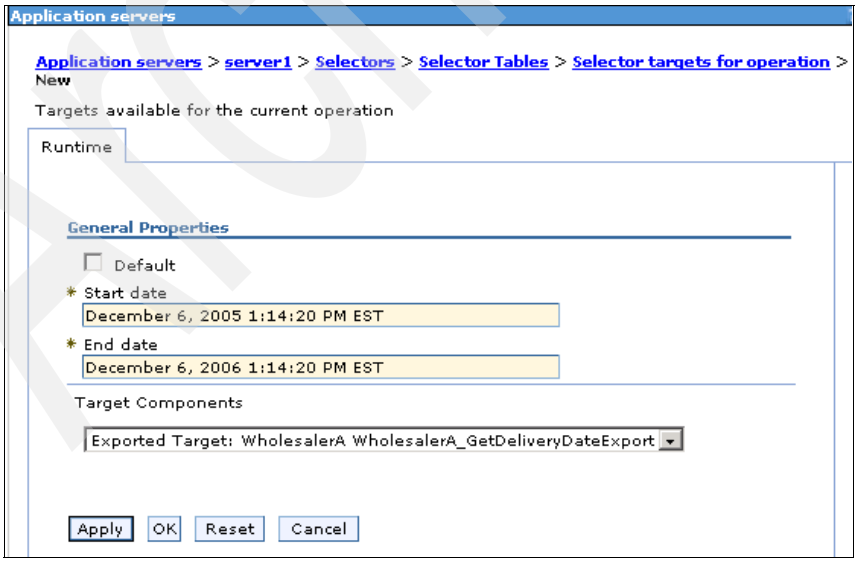

Figure B-20 Required information for a new destination
8. As shown in Figure B-20, the form prompts you for a start date and end date and the target component to invoke.